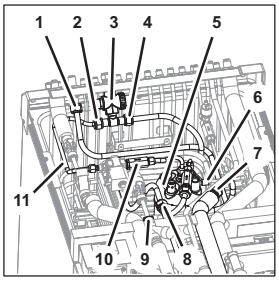

Fig. 53
2. Disconnect the water input line (Fig. 53/11) on the coupling (Fig. 53/2) from the T-fitting of the water inlet pressure reducing valve (Fig. 53/3).
3. Disconnect the connecting line from the non-return valve of the solenoid valve (Fig. 53/10) to the carbonator tank from the coupling (Fig. 53/5).
4. Lift the water input line (Fig. 53/11) with the connecting line from the non-return valve of the solenoid valve (Fig. 53/10) to the carbonator tank out of the unit.
5. Disconnect the pre-cooling coil from the coupling (Fig. 53/4).
6. Disconnect the soda water circulation line (return) from the coupling (Fig. 53/1).
7. Disconnect the CO_2-IN line from the coupling (Fig. 53/6).
8. Disconnect the soda water line to the circulation pump from the push-in fitting (Fig. 53/9).
9. Disconnect the connecting line of carbonator pump 1 from the pre-cooling coil 1 of the coupling (Fig. 53/8).
10. Disconnect the connecting line of carbonator pump 2 from the pre-cooling coil 2 of the coupling (Fig. 53/7).
27. Attach the connecting line from carbonator pump 2 to pre-cooling coil 2 to the coupling (Fig. 53/7).
28. Attach the connecting line from carbonator pump 1 to pre-cooling coil 1 to the coupling (Fig. 53/8).
29. Attach the soda water line to the circulation pump to the push-in fitting (Fig. 53/9).
30. Attach the CO_2-IN line to the coupling (Fig. 53/6).
31. Attach the soda water circulation line (return) to the coupling (Fig. 53/1).
32. Attach the pre-cooling coil to the coupling (Fig. 53/4).
33. Position the water input line (Fig. 53/11) with the connecting line from the non-return valve of the solenoid valve (Fig. 53/10) to the carbonator tank within the unit.
34. Attach the connecting line from the non-return valve of the solenoid valve (Fig. 53/10) to the carbonator tank to the coupling (Fig. 53/5).
35. Attach the water input line (Fig. 53/11) on the coupling (Fig. 53/2) to the T-fitting of the water inlet pressure reducing valve (Fig. 53/3).